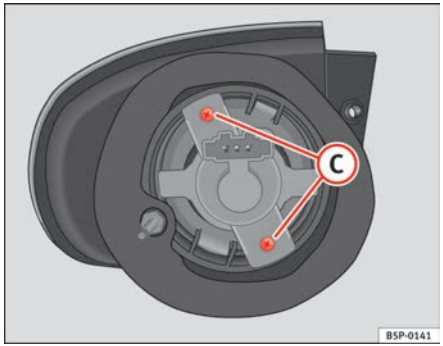

Fig. 187 Indicator light
– Unscrew the bolts ⇒ page 260, fig. 187 (C) from the lamp holder and pull on this.
– Unscrew the bolts ⇒ fig. 187 (C) from the lamp holder and pull on this.